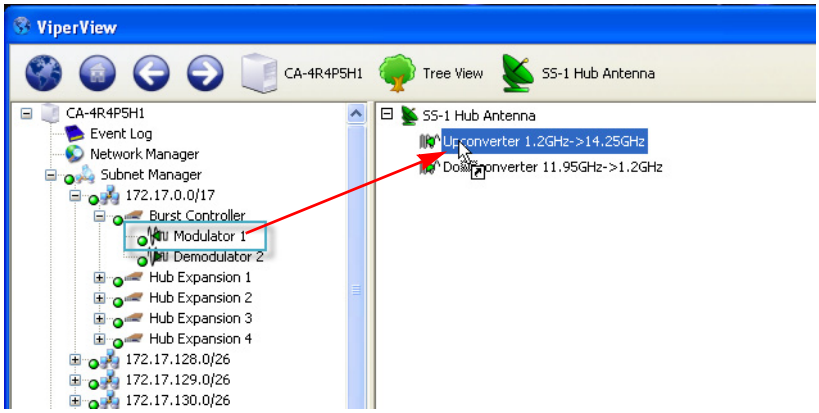

Figure 3-39 Binding Modulator to Up Converter
3. Click-hold on the Modulator device icon in the left panel, drag it to the right panel and drop it onto the Up Converter (figure 3-39).